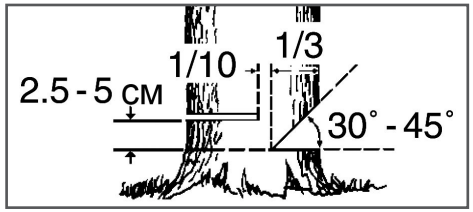

Рис. 14 Расположение запила и пропила
4. Выберите направления падения дерева. Для этого следует учесть силу и направление ветра, естественный наклон дерева, равномерность распределения веток в кроне дерева. Начните пилить с той стороны дерева, куда оно должно упасть (Рис. 14).